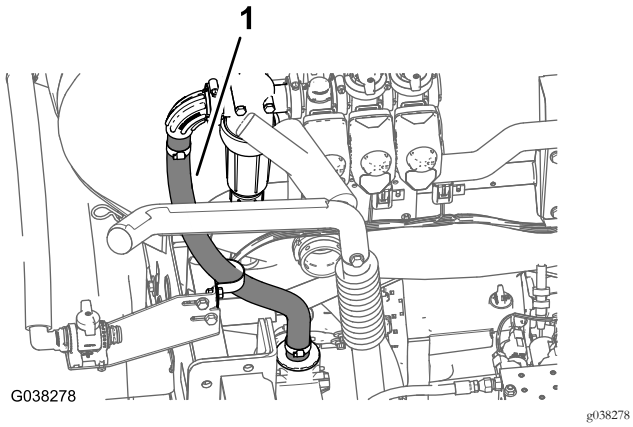

Figura 71
3. Alinhe o tubo de fornecimento do pulverizador para baixo e na direção da união em T que se encontra à frente da válvula de descarga da pressão, como se mostra na Figura 71.